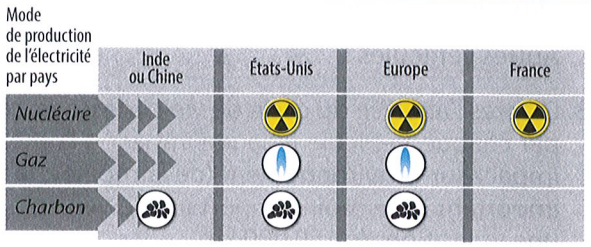

Figure 2 : Bilan CO_2 en g/km de la phase d'utilisation d'un véhicule électrique en fonction du mix électrique du pays (Le Figaro)
5. a) D'après la **figure 2** ci-dessous, pourquoi l'impact environnemental dû à l'utilisation du véhicule électrique dépend-il du mix électrique du pays ? .....